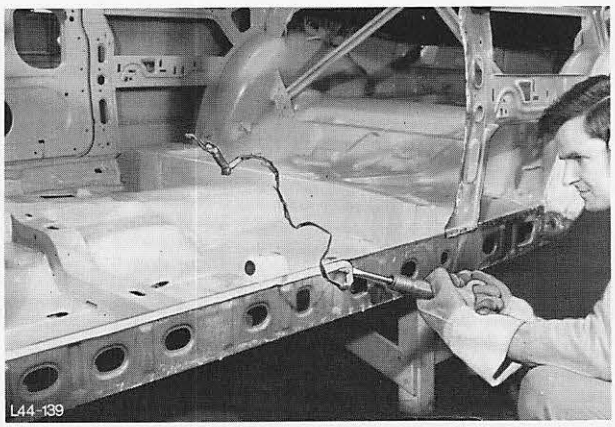

Abb. 151 Blechreste entfernen
5. Blechreste von Punktflanschen entfernen, Abb. 151.